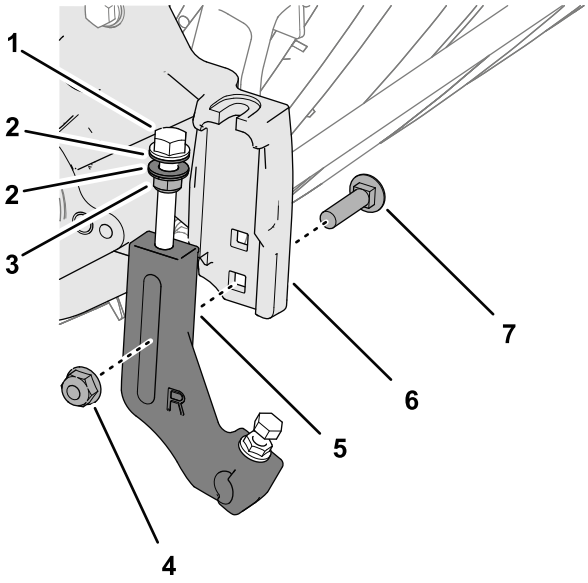

Bild 7
1. Montieren Sie eine Halterung für die hohe Schnitthöhe lose mit einer Sicherungsmutter (⅜") und der Schlossschraube, die Sie in Schritt 3 in Entfernen der Schnitthöhenhalterungen (Seite 2) aufbewahrt haben, im unteren rechteckigen Loch der Schnitthöhenstütze der Seitenplatte an der Seitenplatte (Bild 7).